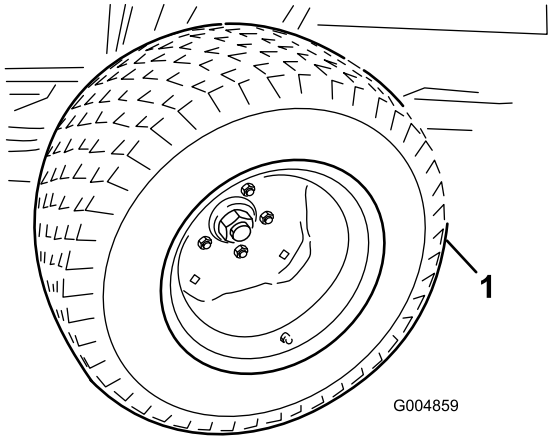

Figur 79
27. Monter sommerdrivdækkene med to møtrikker pr. dæk (Figur 79).